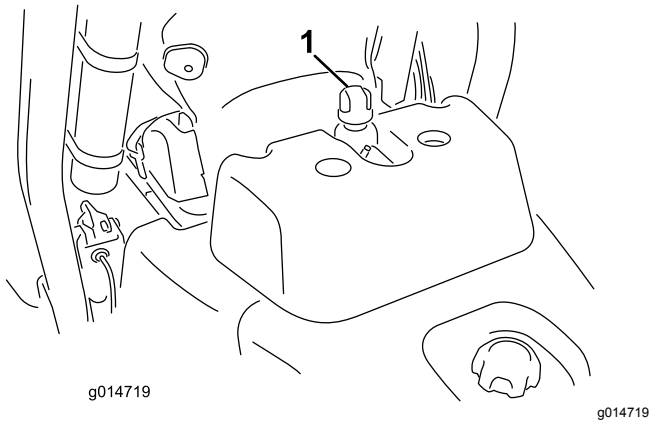

Rysunek 27
2. Odkręć korek zbiornika (Rysunek 27).